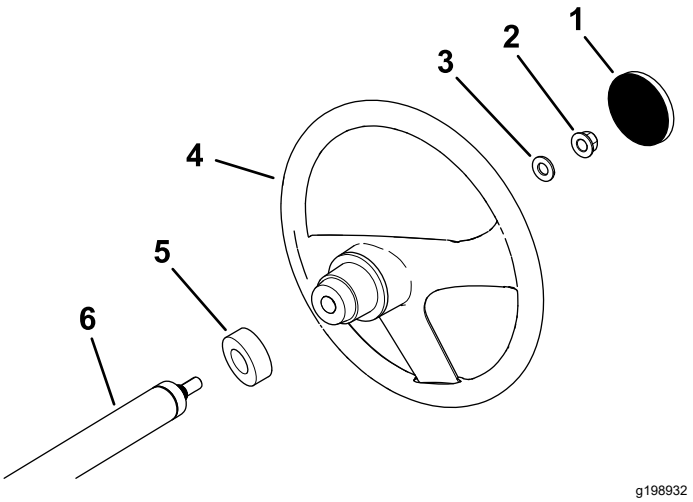

Figuur 3
1. Verwijder (indien aanwezig) de kap van de naaf van het stuurwiel (Figuur 3).
2. Verwijder de borgmoer (½") van de stuuras (Figuur 3).
3. Schuif het stuurwiel, de stofkap en de ring (½") op de stuuras (Figuur 3).
5. Bevestig de kap op het stuurwiel (Figuur 3).